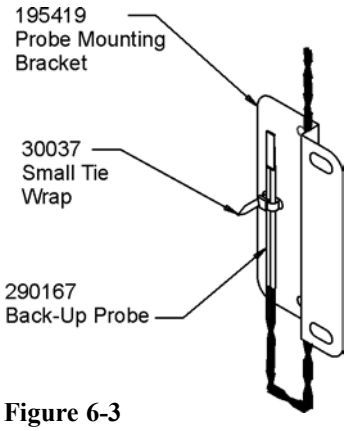

Figure 6-3
11. As shown in Figure 6-3, thread the small tie wrap through the openings in the front of the bracket. Secure the probe on the back of the bracket with the tie wrap.